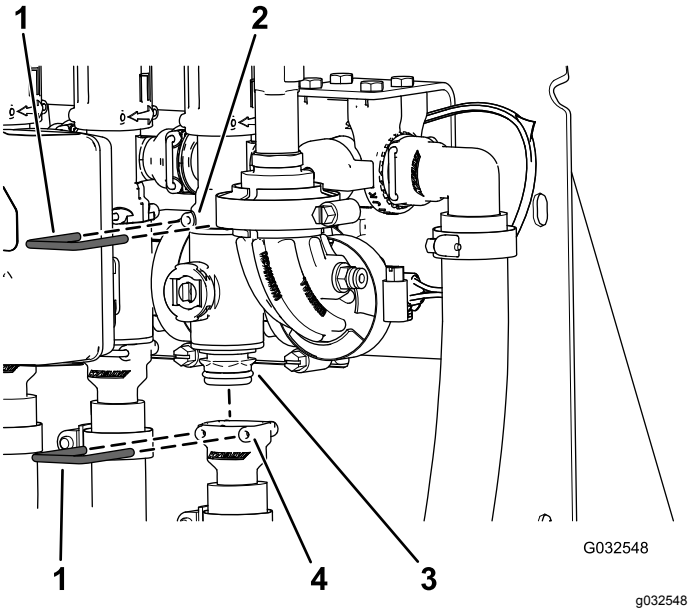

**Рисунок 109**
2. Снимите держатель, который крепит коллектор клапана секции к перепускному штуцеру (Рисунок 109).